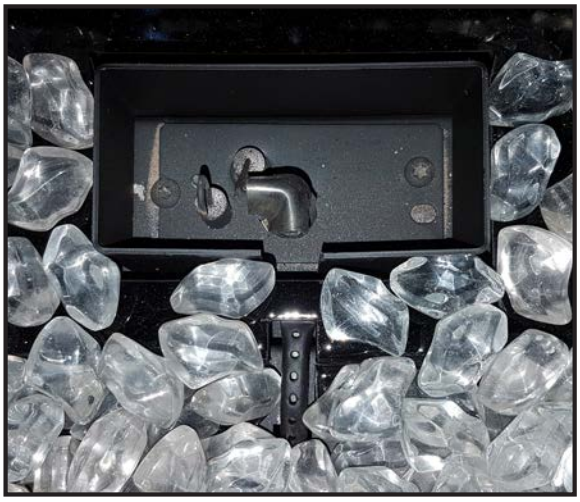

Figure 24. Correct Pilot
8. Reinstall the burner, tray, glass media, and glass door. Also refer to Secondary Installation - Firebox Liner and Burner Tray Removal section. When re-installing the burner, ensure that the burner to pilot hood and shield relationship is similar to what is shown in Figure 24.